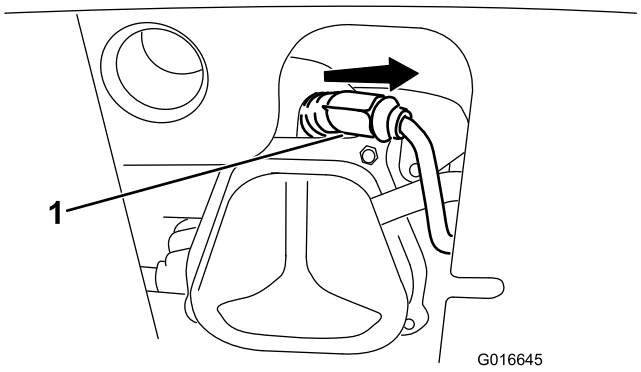

Rysunek 49
1. Zdejmij osłonę (Rysunek 49).